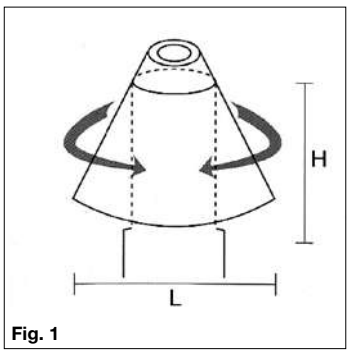

Fig. 1
- *Arrotolare il coprifaretto conico (Fig. 1) ed assicurarsi che il cablaggio sia stato inserito attraverso una delle aperture presenti.*
- *Roll up the conical downlighter cover (Fig. 1) and ensure the wiring has been inserted through one of the openings present.*